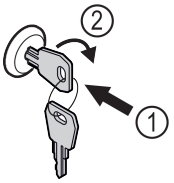

Fig. 204
▶ Introduceți cheia prin apăsare. *Fig. 204 (1)*
▶ Rotiți cheia cu 90° în sensul acelor de ceasornic. *Fig. 204 (2)*